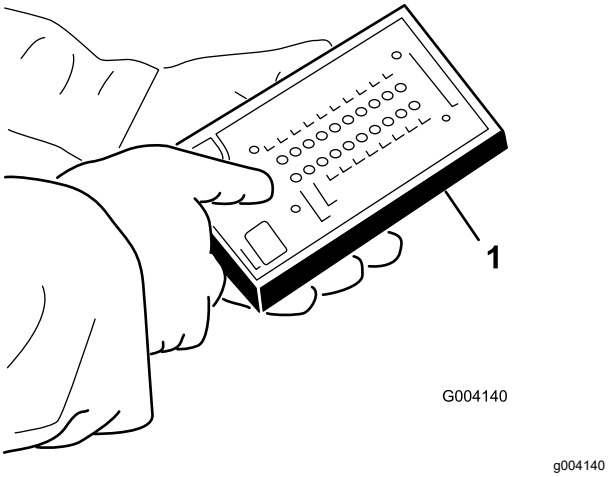

Figuur 38
5. Bevestig de stekker van de Diagnostische ACE aan de connector van de kabelboom (Figuur 38).